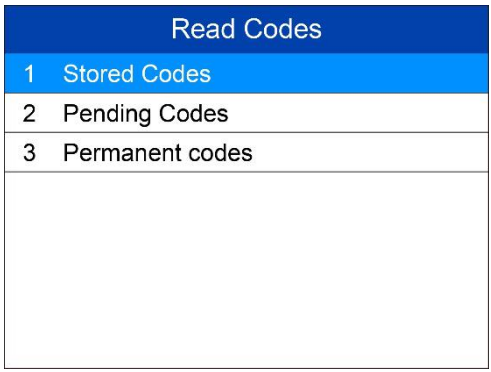

Figure 4- 3 ***Sample Read Codes Screen***
1) Use **UP/DOWN** scroll button to select **Read Codes** from **Diagnostic Menu** and press **OK** button *(Figure 4- 1)*.
1) Use the **UP/DOWN** scroll buttons to select **Erase Codes** from **Diagnostics Menu** and press the **OK** button *(Figure 4- 1)*.